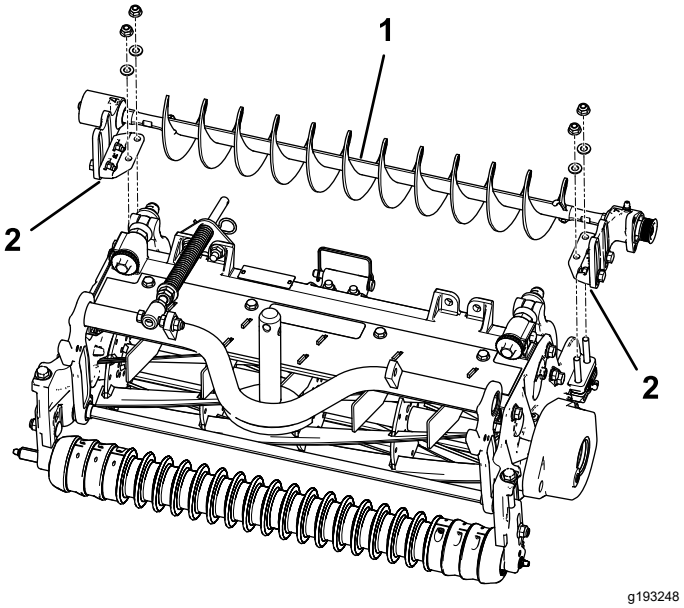

図 10
4. 左または右ローラブラシアセンブリ取り付けブラケットを、ローラブラケットボルトにセットする図 10。